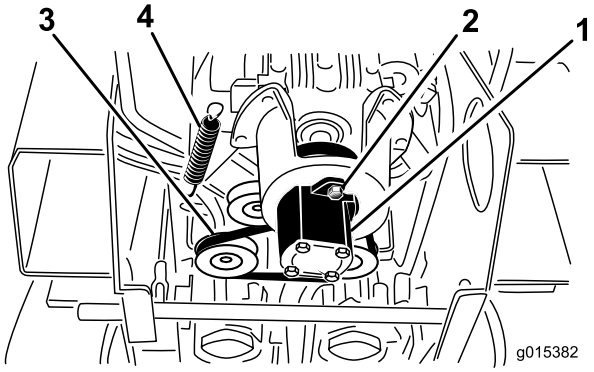

Figur 52
5. Lossa de 2 pumpskruvarna (Figur 52).
6. Vrid pumpmätaren medurs och låt den falla bort från skivan (Figur 52).
7. Använd en fjäderdragare (kontakta en auktoriserad serviceverkstad) eller styv metallkrok och dra av mellanremsskivans fjäderände från fjäderbulten så att remmen inte är spänd (Figur 52).